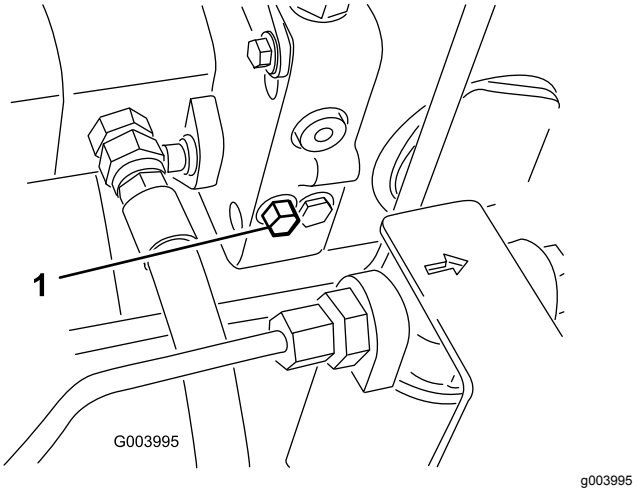

Figur 71
1. Vri omløpsbolten halvannen omdreining for å åpne den, og la oljen gå utenom internt (Figur 71).